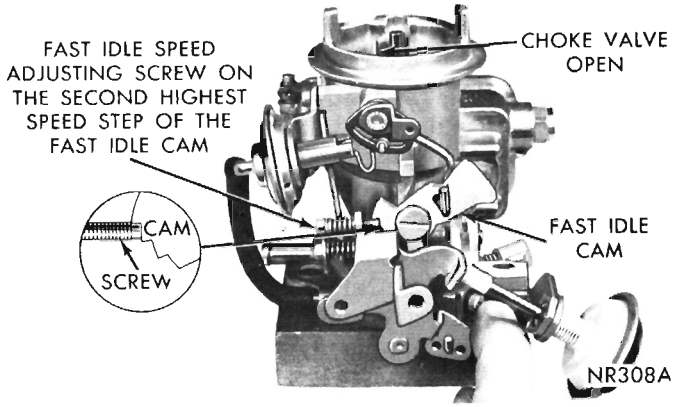

Fig. 12—Fast Idle Speed Adjustment (On Vehicle)
(1) With engine off and transmission in PARK or NEUTRAL position, open throttle slightly.
(2) Close choke valve until fast idle screw can be positioned on second highest-speed step of fast idle cam (Fig. 12).
(3) Start engine and determine stabilized speed. Turn fast idle speed screw in or out to secure specified speed. (See Specifications.)
(4) Stopping engine between adjustments is not necessary. However, reposition fast idle speed screw on cam after each speed adjustment to provide correct throttle closing torque.